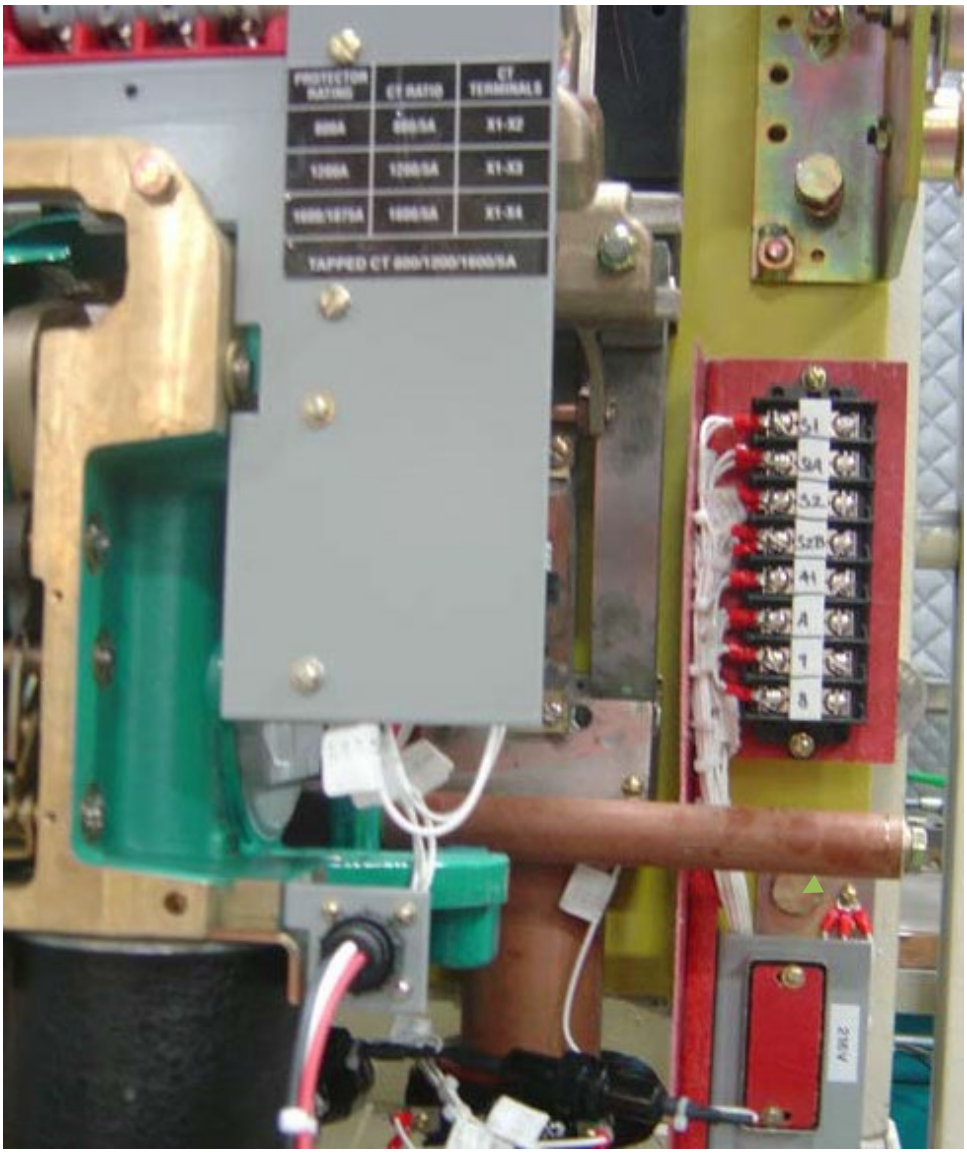

Figure 1 – The Grounding Bolt
a) Loosen the left hand relay panel bolt and the center mechanism "red" bolt to access the (2) left side bolts.
b) Disconnect the ground bolt last. See Figure 1.